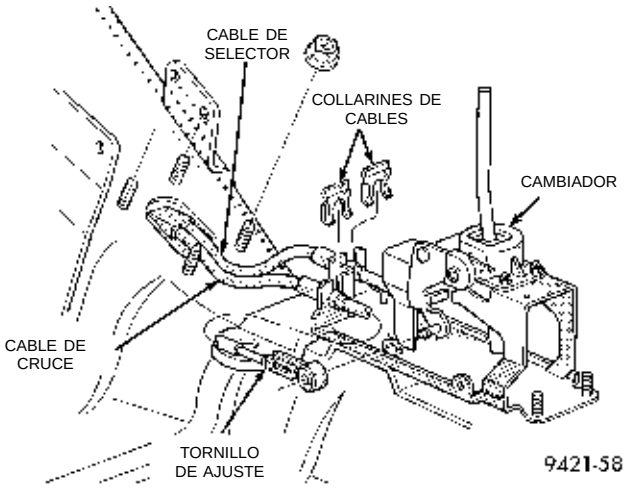

Fig. 15 Tornillo de ajuste del cable de cruce
(1) Retire la consola de cambios del vehículo.
(2) Afloje el tornillo de ajuste del cable de cruce en el cambiador (Fig. 15).